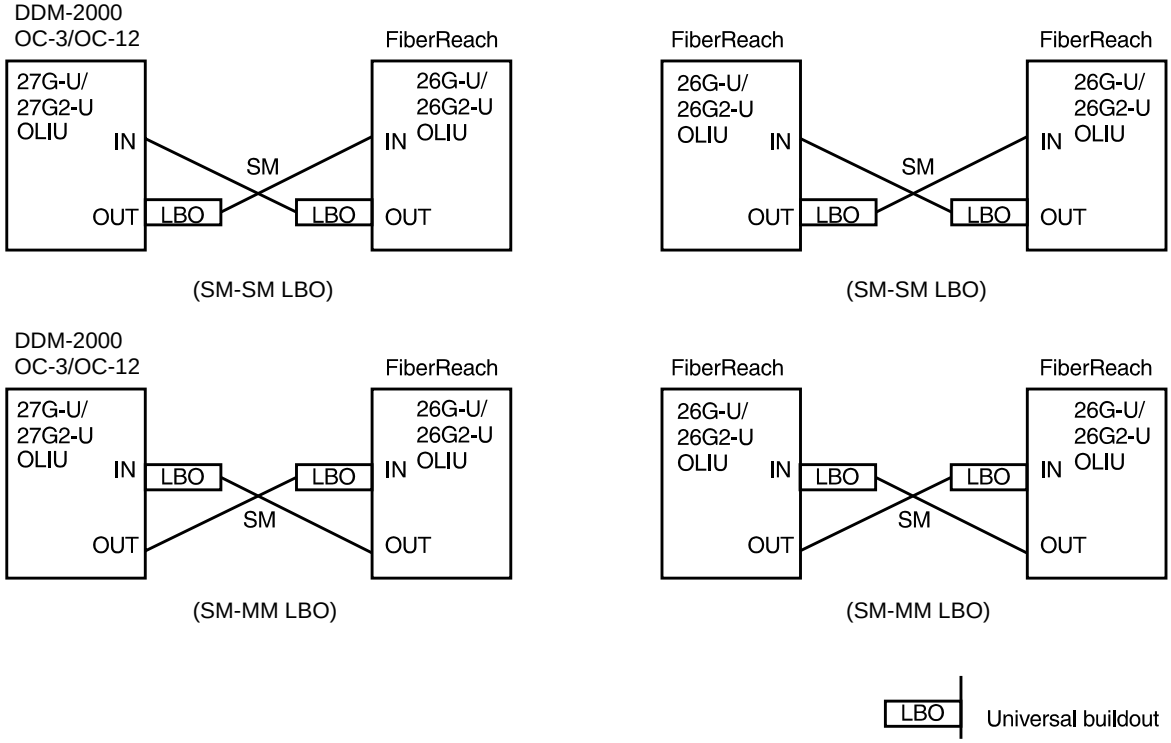

Figure 1 – DDM-2000 FiberReach Operating at OC-1 Rate to DDM-2000 OC-3 Shelf Fiber Optic Connections and Line Buildouts
SUMMARY: Steps 6 through **9** are used to measure optical power. Replace LBOs with 0 dB LBOs per Figure 1. Connect the optical fiber transmit cable to the **OLIU OUT** connection. Measure the optical power of the optical fiber receive cables at the other ends using an optical power meter.
6. At both ends of the optical span, replace the SC, FC, or *ST* LBOs with 0 dB LBOs per Figure 1 [**DLP-503**].
9. Replace the LBO assemblies (if required) with the correct buildout assemblies per Figures 1, 2, 3, 4, 5, and 6 and Tables B, C, D, E, F, G, H, I, J, K, L, and/or M [**DLP-503**].